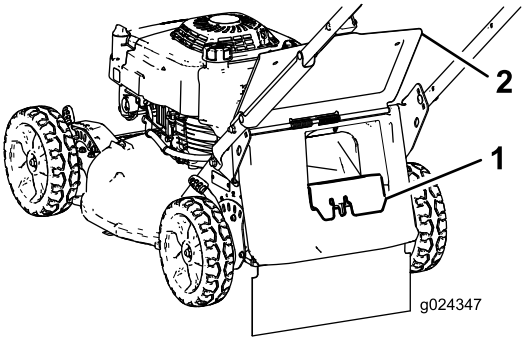

Figuur 18
- Als de afsluiter van de achterafvoer niet aan de machine is bevestigd, neem deze dan vast bij de handgreep, til de achterklep op, en breng de afsluiter in het achteruitworpkanaal tot de vergrendeling op zijn plaats valt (Figuur 18).
3. Verwijder de afsluiter van de achterafvoer door de vergrendeling met uw duim in te drukken en de afsluiter uit de machine te trekken (Figuur 18).